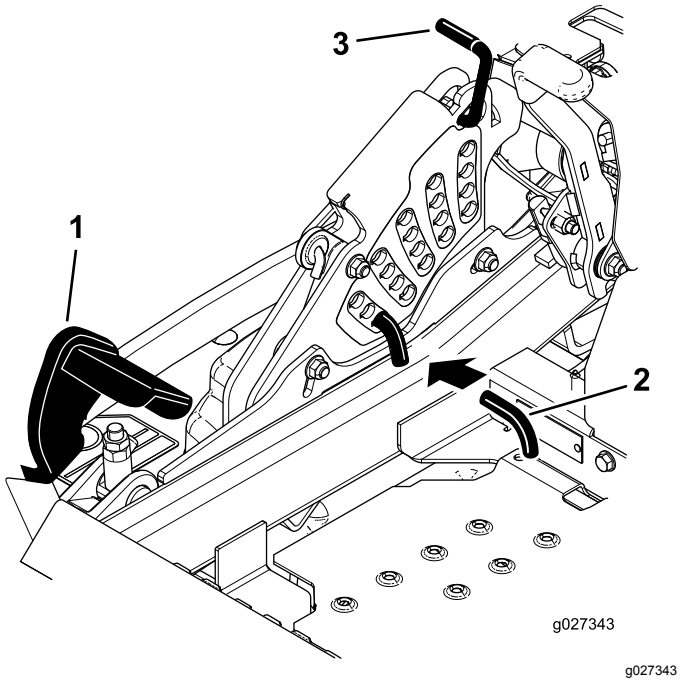

Figur 29
2. Tryck på däcklyftpedalen med foten och höj klippdäcket till transportläget (även klipphöjdsläget på 140 mm) enligt Figur 29.
3. Justera inställningen genom att rotera sprinten 90 grader och ta bort den från klipphöjdsfästet (Figur 29).
4. Sätt i sprinten i det hål i klipphöjdsfästet som passar för den önskade klipphöjden (Figur 29).